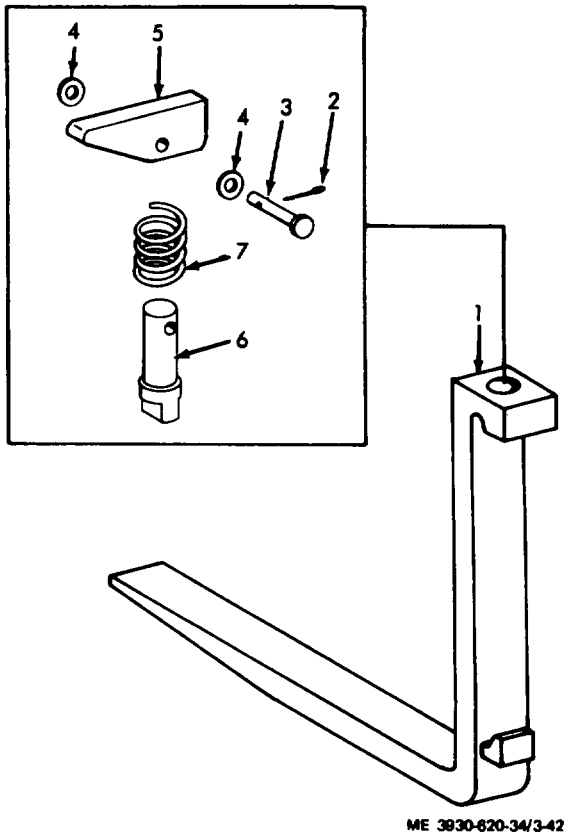

Figure 3-42. Fork assembly, exploded view
b. Inspection and Repair. (fig. 3-42.)
(1) Inspect the latch (5), clevis pin (3), spring (7), and lock pin (6) for signs of wear or damage. If any of these parts are worn or damaged they must be replaced as a unit.
(2) If the fork (I) is damaged, replace as authorized.